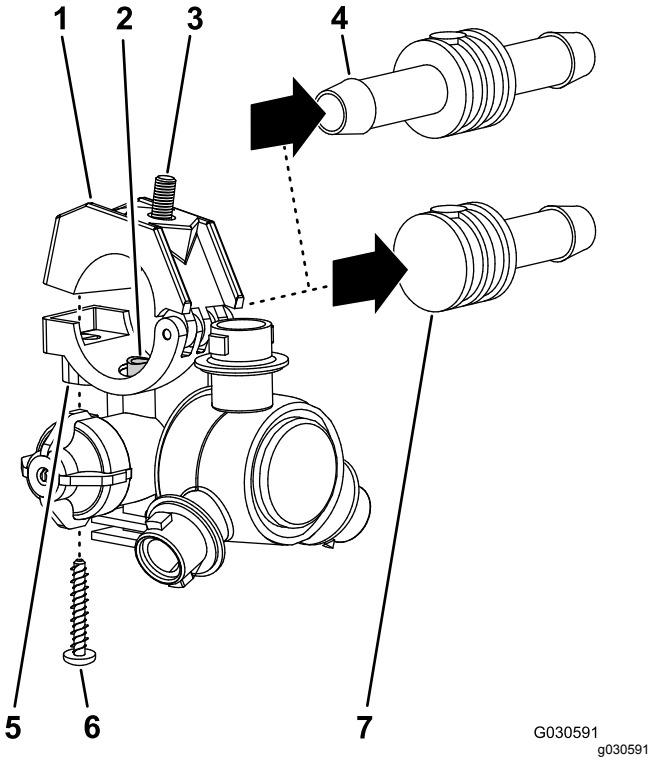

**Figur 72**
2. Afmonter den rustfri stålskrue (#12 x 1-1/4 tomme), der fastgør den øvre klemmehalvdel og dobbelt eller enkelt modhageslangeskaft (3/4 tomme) til sprøjtedysen, og adskil modhageslangeskaftet og slangen fra dysen (Figur 72).